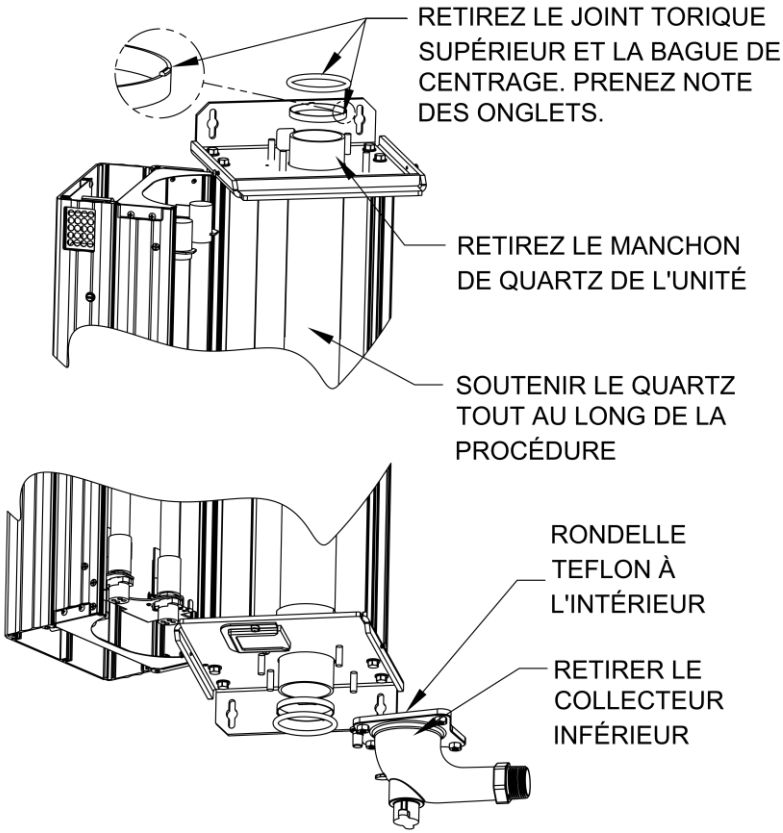

Figure 7.7
Étape 4 : Si le manchon en quartz n'est toujours pas propre, il doit être remplacé. Pour ce faire, retirez le collecteur inférieur (voir la figure 7.7). Le remplacement d'un manchon en quartz est plus facile lorsque l'unité est placée sur une surface horizontale. Il est recommandé de retirer l'unité du mur pour travailler sur un banc, en particulier pour les modèles Hallett 1000.
Étape 9 : Remplacez le collecteur inférieur (voir Fig. 7.7) en installant les quatre écrous en alternance (haut à gauche, bas à droite, bas à gauche, puis en haut à droite). Vérifiez à nouveau la rondelle de téflon.